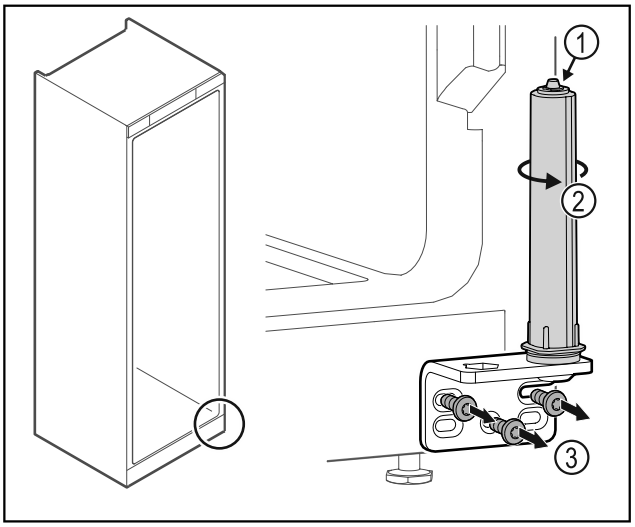

Fig. 31
▶ Do not disassemble the door closing system *Fig. 31 (1)*.
▶ Turn the closing system *Fig. 31 (2)* until it clicks.
▶ Unscrew the hinge *Fig. 31 (3)*.